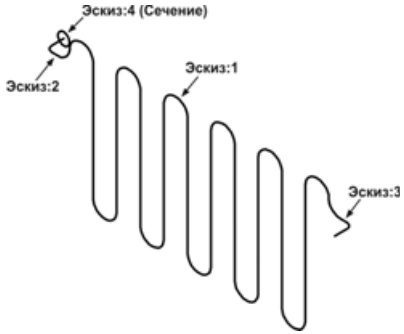

Рис. 6.71
- В папке Упражнения откройте документ Змеевик.m3d (рис. 6.71).